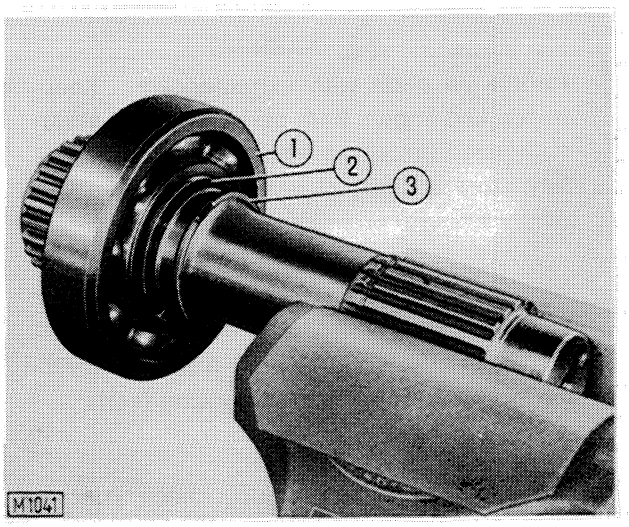

Fig. 6-9 - Installing - removing retaining ring on torque converter shaft.
Remove retaining rings (2 and 3) from shaft before removing bearing (1, fig. 6-9) from shaft.
Install rear bearing (1, fig. 6-9) on converter shaft, secure using retaining ring and insert retaining ring (3) in seat on shaft.